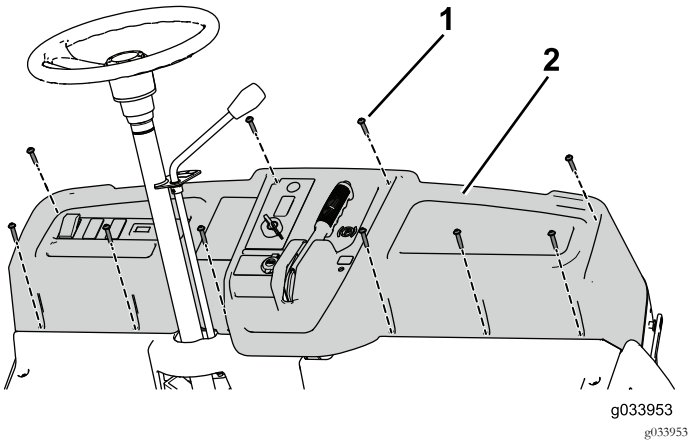

Рисунок 80
5. С помощью 10 винтов (1/4 x 1-1/4 дюйма) прикрепите приборную панель к автомобилю (Рисунок 80).